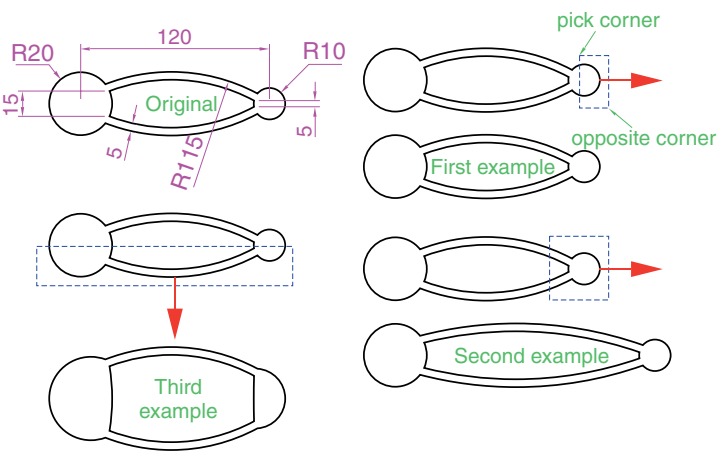

Fig. 5.34 Examples – **Stretch**
Examples – Stretch (Fig. 5.34)
1. Construct the drawing labelled **Original** in Fig. 5.34, but do not include the dimensions. Use the **Circle, Arc, Trim** and **Polyline Edit** tools. The resulting outlines are plines of width = **1**. With the **Copy** tool make two copies of the drawing.
In each of the three examples in Fig. 5.34, the broken lines represent the crossing windows required when **Stretch** is used.
1. When circles are *windowed* with the crossing window no stretching can take place. This is why, in the case of the first example in Fig. 5.34, when the **second point of displacement** was *picked*, there was no result – the outline did not stretch.